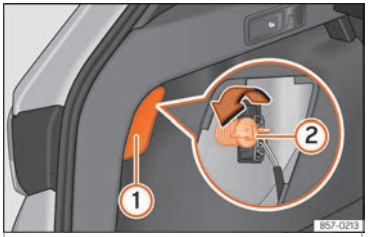

Abb. 61 Gepäckraum: Zugang zur Befestigungsschraube der Heckleuchte.
– Hebeln Sie die Abdeckung an der Aussparung ››› **Abb. 61** mit dem flachen Teil des Schraubendrehers ab ①.
– Schrauben Sie mit der Hand oder mit Hilfe eines Schraubendrehers die Befestigungsschraube der Leuchte ››› **Abb. 61** ② heraus.